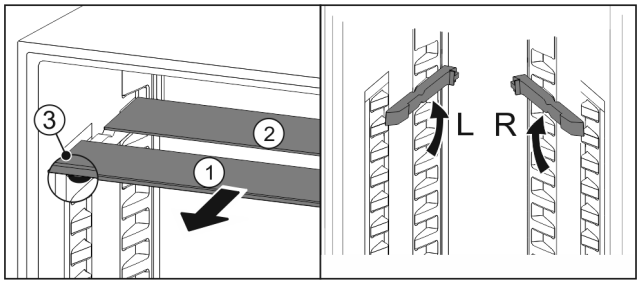

Fig. 88
▶ Extrageți *Fig. 88 (1)* pe rând plăcile de sticlă spre înainte.
▷ Placa de sticlă *Fig. 88 (1)* cu șipca decorativă se află în față.
▷ Opritoarele *Fig. 88 (3)* indică în jos.